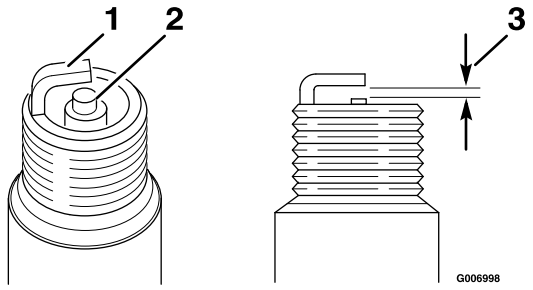

Figuur 36
1. Bekijk de binnenkant van de bougie (Figuur 36). Als de isolator lichtbruin of grijs is, werkt de motor
2. Controleer de afstand tussen de centrale elektrode en de massa-elektrode (Figuur 36). Verbuig de massa-elektrode om de juiste afstand in te stellen indien dit nodig is.